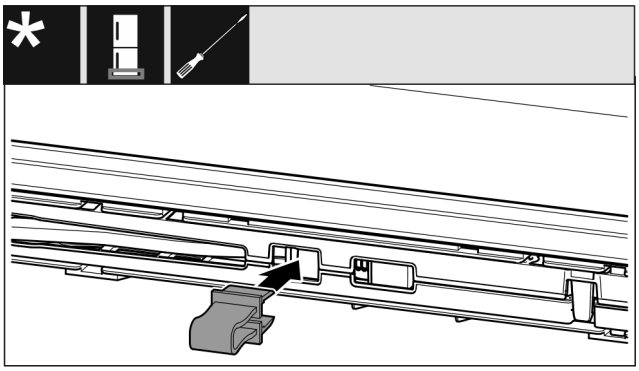

Fig. 18
- ▶ Nofiksējiet aizturi atverē. (skat. Fig. 18)